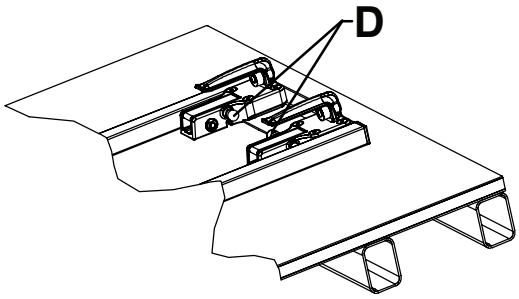

Figur 11 – Korrekt riktning för huvudändens hakar – vy 4C
- De röda frigöringsrattarna måste vara riktade mot mitten av fästsystemet (Figur 11).